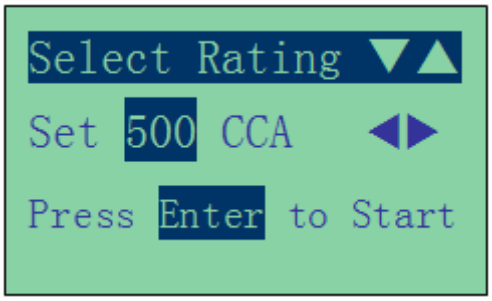

Figure 11
Press ENTER key and the display will show: (Fig.11) below
10. To enter the value 630, press key will increase the original value of 500 (Fig.11) by step of 100 units to 600. Likewise use key to increase the last two digits (00) to 30 by step of 5 units for each pressing. (Fig. 12)